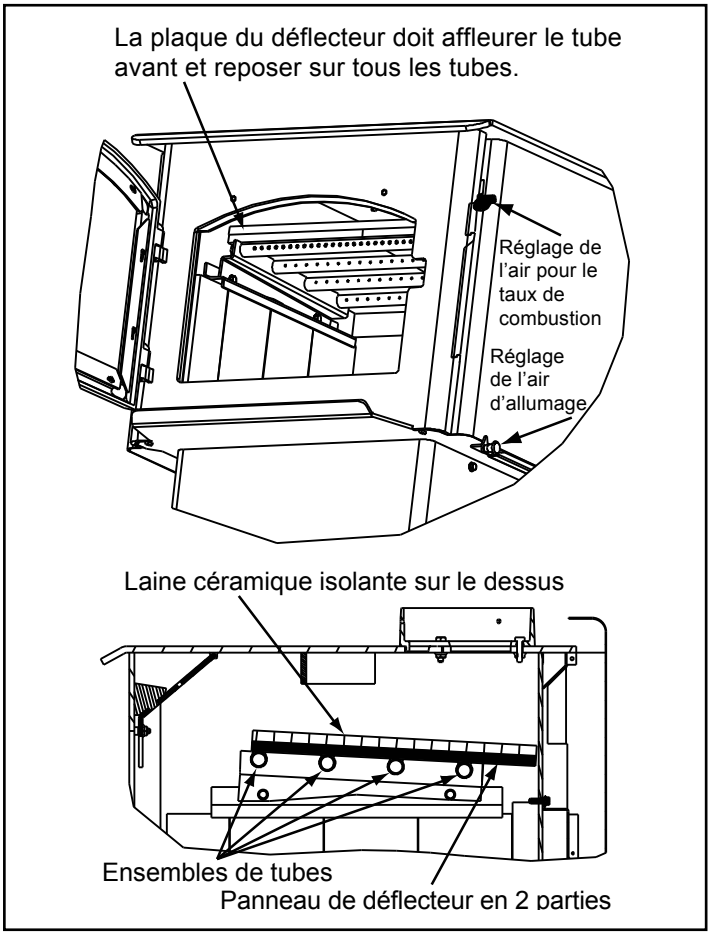

Figure 30.1
1. Confirmez que la position du déflecteur est correcte. Il doit affleurer le tube avant et reposer sur tous les tubes. **Figure 30.1.**